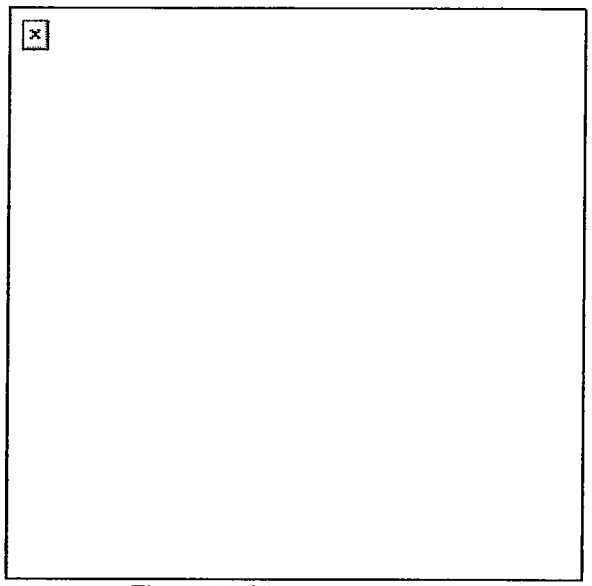
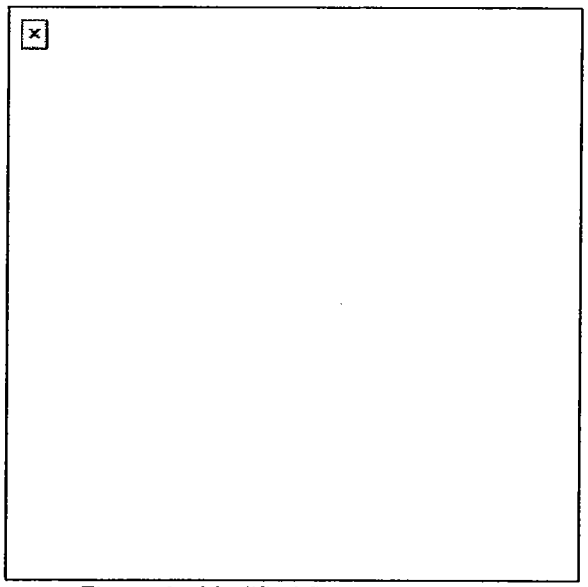
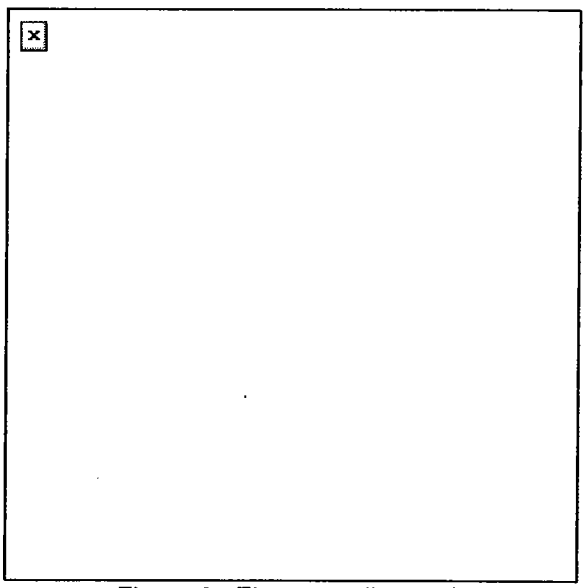
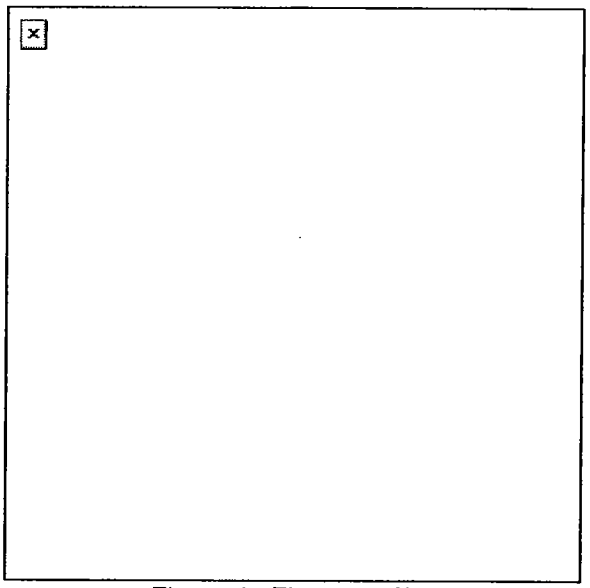

Figure 1. Fire team wedge.
Figure 2. Modified fire team wedge.
Figure 3. Fire team diamond.
Figure 4. Fire team file.
1. Fire team formations describe the relationship of the soldiers in the fire team to each other. Standard fire team formations are the wedge (Figure 1), modified wedge (Figure 2), diamond (Figure 3), and file (Figure 4).
a. Fire team wedge (Figure 1). This is the basic fire team formation. It has the following characteristics:
(1) Is easy to control.
(2) Is flexible.
(3) Allows immediate fires in all directions.
(4) Provides all-round local security.
b. Modified wedge (Figure 2). When rough terrain, poor visibility, or other factors reduce control of the wedge formation, the sides are closed up to (almost) a single file. When moving in less rugged terrain and control becomes easier, soldiers resume their original positions. The modified wedge can also be used for extended periods when traveling on roads or trails. It has the following characteristics:
(1) Is easier to control in reduced visibility or rough terrain.
(2) Provides less security to flanks than a wedge but more than a file.
(3) Masks fires initially to the front and rear for the majority of the team.
c. Fire team diamond (Figure 3). This formation is a variation of the wedge. It is most often used when the fire team is operating alone or is the lead security element (point) for a column or file. It has the same characteristics as a wedge except there is--
(1) Reduced frontage.
(2) Increased security to the rear.
(3) Immediate fires in all directions, but one man's fires are always masked.
d. Fire team file (Figure 4). When the fire team is not using a wedge or diamond formation, it uses the file. The characteristics of the file are--